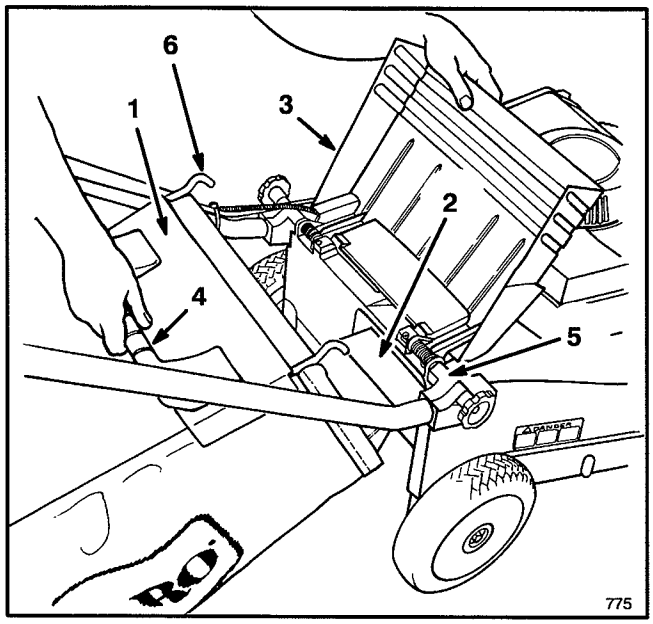
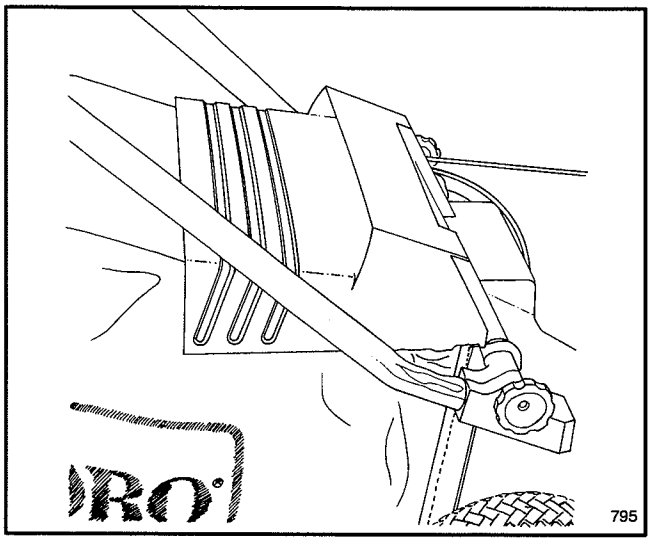

Figure 13
Figure 14
2. INSTALLING BAG—Raise discharge door, slide bag ramp attached to bag into discharge opening, and hook bag frame onto mounting bracket (Fig. 13). Allow discharge door to rest on top of bag (Fig. 14).